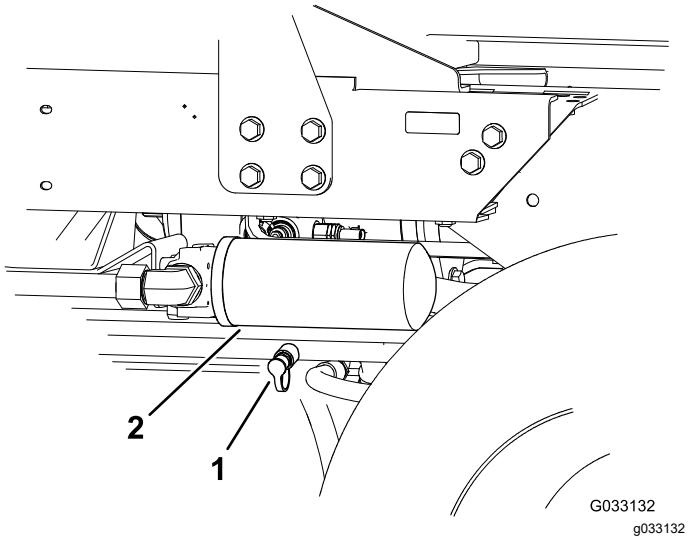

**Figur 76**
2. Koble en hydraulikkslange mellom diagnosekoblingen som er montert i den bakre trekkmanifolden og testporten for reverstrekktrykk (Figur 76).